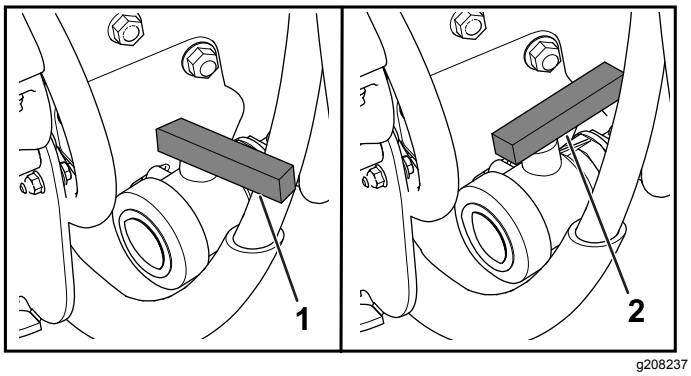

Figur 94
3. Öppna ventilen för att tömma tanken på allt oanvänt material (Figur 94).
4. Stäng tömningsventilen (Figur 94).